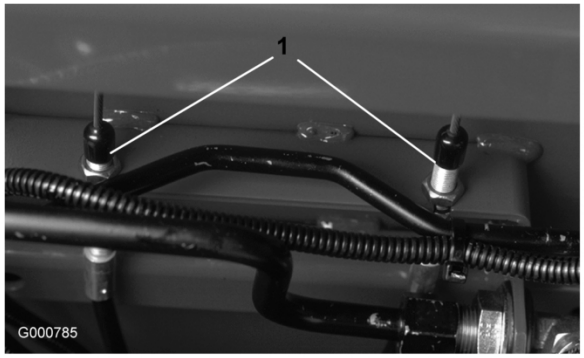

Figura 62
2. Per ridurre il gioco dei pedali del freno, stringete i freni allentando il dado anteriore sull'estremità filettata del cavo del freno (Figura 62). Serrate quindi il dado posteriore per spostare indietro il cavo fino ad ottenere un